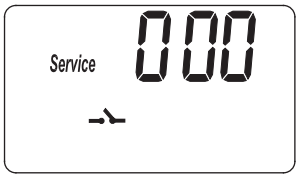
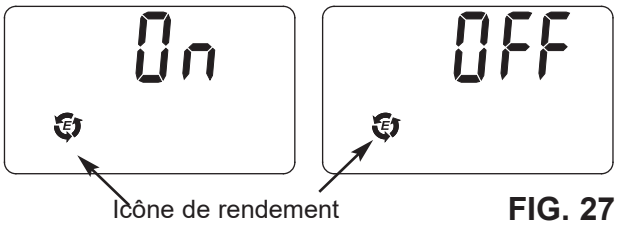

FIG. 26
FIG. 27
1. Appuyez sur le bouton PROGRAM (programmer) et maintenez-le enfoncé jusqu'à ce que l'écran de la figure 26 s'affiche. Une fois l'écran affiché, appuyez une fois sur le bouton PROGRAM (programmer) et l'un des deux écrans de la figure 27 s'affichera.